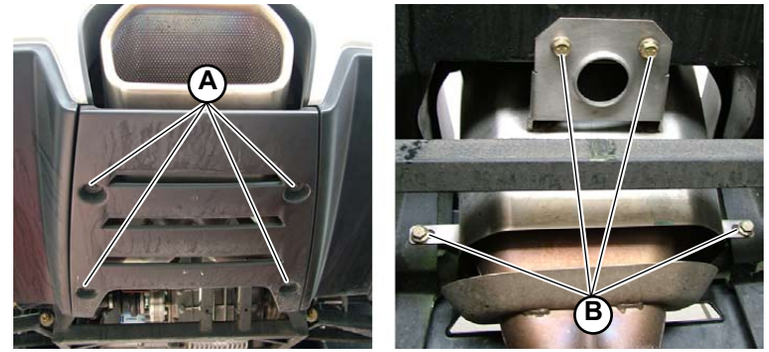

Fig.7
1. Unscrew the 4 screws (**A-Fig.7**) and remove the exhaust system's safety panel.
2. Unscrew the 4 mounting screws (**B-Fig.7**).